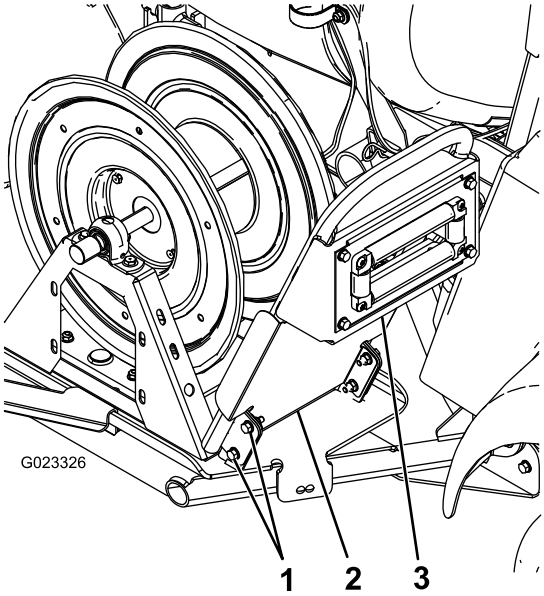

Figura 11
5. Montare la maniglia alla parte girevole con 4 bulloni (5/16”), senza stringere (Figura 11).
6. Fissare la protezione fango e la maniglia alla piastra girevole con i bulloni installati al punto 5 e 4 dadi flangiati (5/16”) (Figura 11).